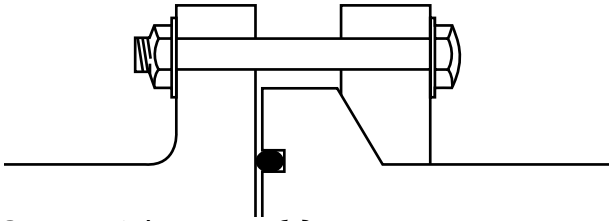

Рисунок 4-12. Фланец со свободным кольцом и уплотнением
1. кольцевого уплотнения (требуется паз на торцевой поверхности фланца, см. ***Рисунок 4-12***)